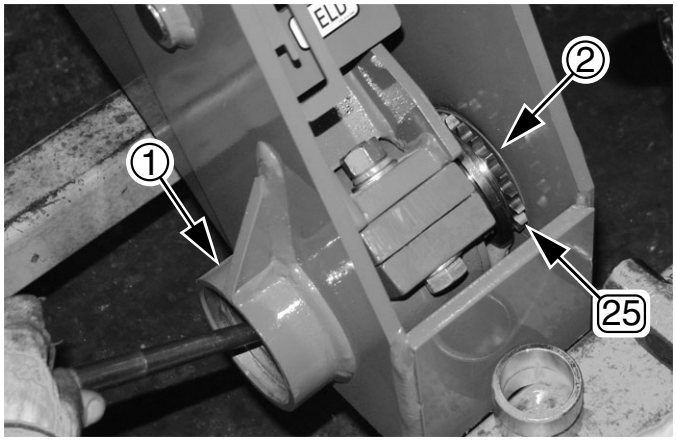

Figure 15 29467
Refer to Figure 15
45. Slide the keyless hub [30] (not visible in ***Figure 15***) out of the gap and into the deep axle-cup weldment ①.
46. Position the sprocket [25] in the gap. Orient the flanged side of the sprocket toward the deep axle-cup weldment ①, and the toothed side toward the shallow axle-cup weldment ②.